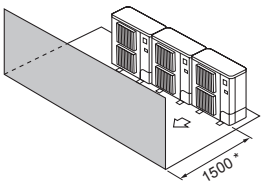

Abb. 2-15
(3) Hindernisse nur auf der Vorderseite (Abb. 2-15)